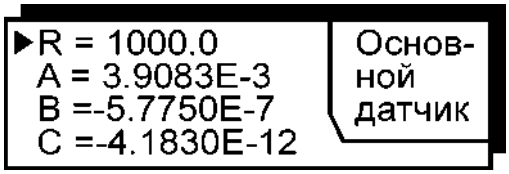

Рисунок 17 — Параметры ТСП
2.14.2 Каждый датчик представляет собой платиновый термометр сопротивления (ТСП) и имеет собственный независимый блок параметров, соответствующий ГОСТ 6651 (рисунок 17):